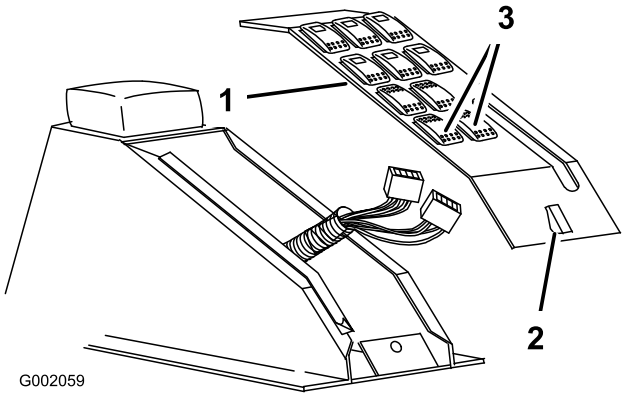

Figuur 26
2. Maak de sluiting los en verwijder het schakelbord van het centrale paneel (Figuur 26).